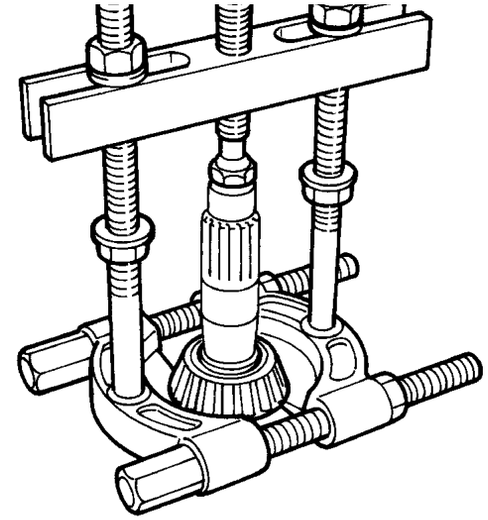

Fig.15
- Use a suitable puller to remove the inner bearing from the pinion. (**Fig.15**).